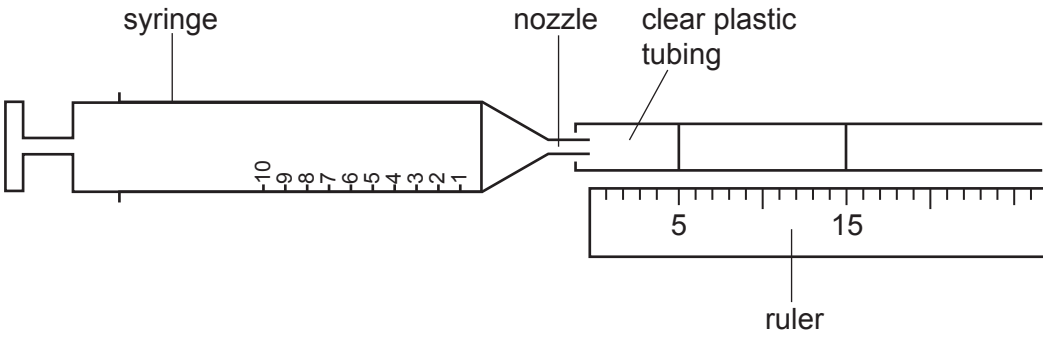

Fig. 1.1
1. Put clear plastic tubing onto the nozzle of a 10 cm^3 syringe, as shown in Fig. 1.1.
2. Put two marks on the (plastic) tubing so that one mark is at a distance of 5 cm from the nozzle and the other mark is at a distance of 15 cm from the nozzle, as shown in Fig. 1.1.